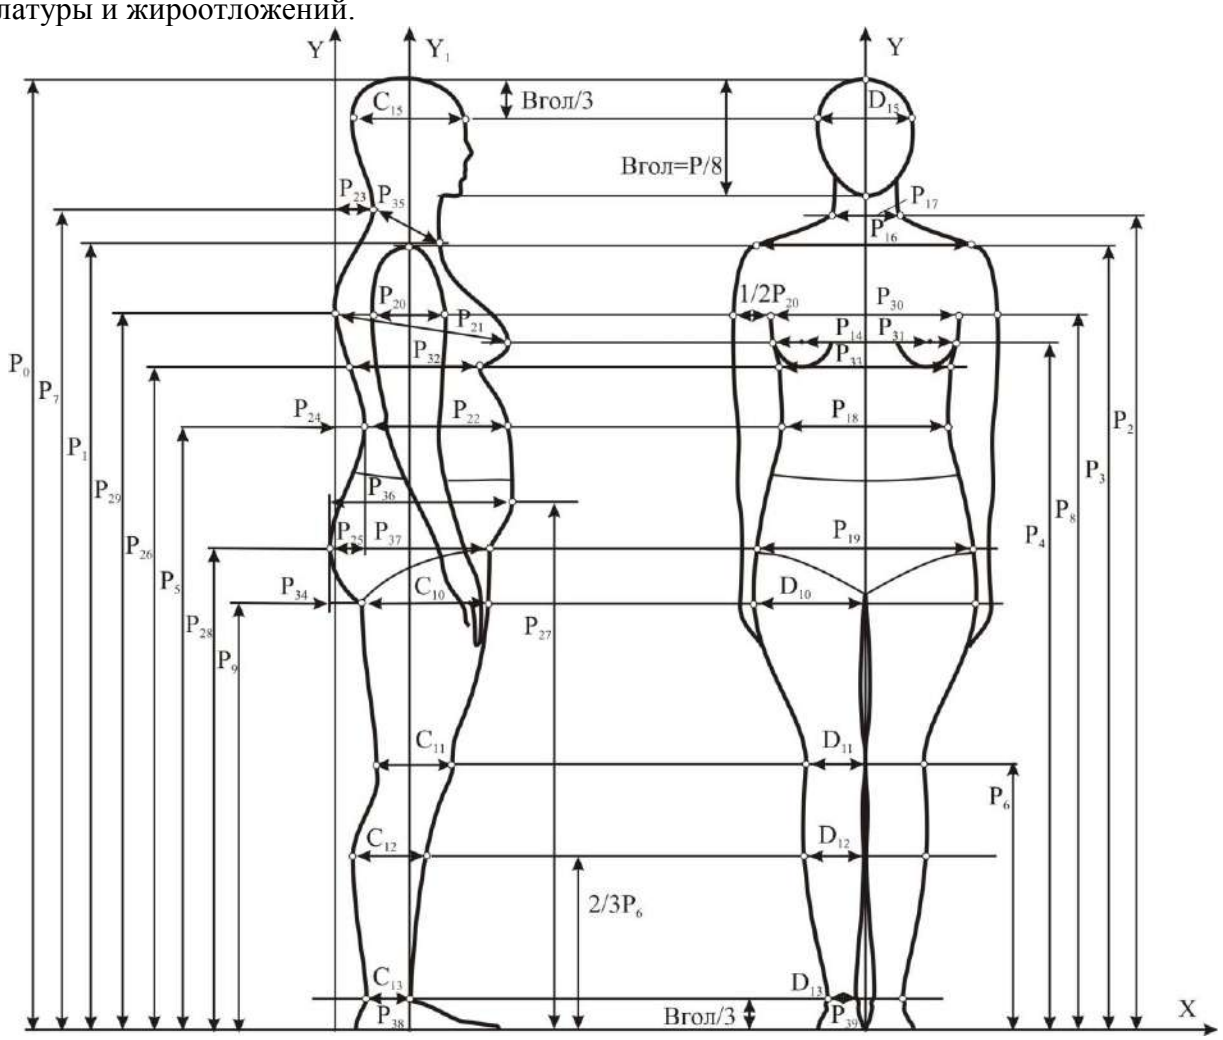

Рис. 1. Схема построение абриса условно типовой фигуры с использованием антропометрических данных
внешние контуры. Используя исходные данные (*прил. 3*) и схему построения (*рис. 1*), разрабатывают графическую модель выбранной типовой фигуры. Для этого в проведенных осях координат X, Y отмечают опорные точки фронтальной и профильной проекций фигуры. По вертикальной оси Y откладывают вверх все высоты (размерные признаки P_0–P_9, P_{26}–P_{29} из *прил. 3*:) и проводят через них горизонтальные линии.
При построении *фронтальной проекции фигуры* относительно оси Y (оси симметрии фигуры) вправо и влево на соответствующих горизонталях откладывают отрезки, равные половине размерных признаков: поперечного диаметра шеи (P_{17}), плечевого диаметра (P_{16}), расстояния между сосковыми точками (P_{14}), ширины груди проекционной (P_{30}), поперечных диаметров обхватов груди третьего и четвертого (P_{31}, P_{33}), поперечного диаметра талии (P_{18}), поперечного диаметра бедер (P_{19}). Относительно оси Y откладывают рассчитанные по *формуле (9)* проекционные диаметры на уровнях обхвата бедра ($Д_{10}$), колена ($Д_{11}$), икры ($Д_{12}$), щиколотки ($Д_{13}$). Условно прорисовывается верхняя часть основания рук, ширина которой у углов подмышечных впадин равна ½ переднезаднего диаметра руки. Ширина ноги в области пальцев (на оси X) равна ширине стопы (P_{39}) (*рис. 1*.)
При построении *профильной проекции* оформляют спинной контур тела. Для этого проводят вертикальную ось Y, являющуюся касательной к выпуклости лопаток. На горизонтали, определяющей уровень шейной точки (P_7), от вертикальной оси Y откладывают положение корпуса (P_{23}). От шейной точки откладывают переднезадний диаметр шеи (P_{35}) до пересечения с горизонталью (P_1), определяющей высоту ключичной точки. Через середину полученного отрезка проводят ось Y_1 центр тяжести фигуры. Далее в плоскости косого сечения откладывают переднезадний диаметр обхвата груди второго (P_{21}), на соответствующих горизонталях откладывают переднезадние диаметры: талии (P_{22}) и бедер с учетом выступа живота (P_{36}), при этом учитывают распределение их относительно осей Y и Y_1 следующим образом. От оси Y вправо по горизонтали P_5, определяющей уровень линии талии, откладывают глубину талии первую (P_{24}). Через полученную точку проводят вспомогательную вертикаль, от которой влево по горизонтали P_{28}, определяющей уровень обхвата бедер, откладывают глубину талии вторую. От вертикали, проведенной через ягодичную точку, по горизонтали P_9 вправо откладывают глубину подъягодичной складки и далее рассчитанный по *формуле* (*10*) переднезадний диаметр бедра. Переднезадний диаметр обхвата груди четвертого откладывают после оформления контура спины. Рассчитанные переднезадние диаметры колена, икры и щиколотки откладывают в соответствии со схемой на *рис. 1*. Надо учесть, что ось тяжести Y_1 фигуры проходит через середину стопы. Плечевая точка расположена на пересечении оси центра тяжести с горизонталью, определяющей высоту плечевой точки (P_3). Затем откладывают переднезадний диаметр руки. Окончательное оформление контуров фигуры производят с учетом пластической анатомии женского тела. При этом необходимо учесть следующее.